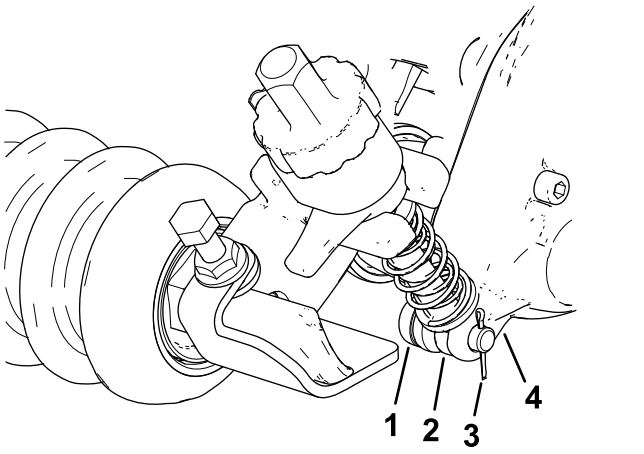

Figure 11
2. Sur le côté gauche, glissez la tige du bras de réglage du support de hauteur de coupe dans l'espace existant et fixez-la avec une goupille de réglage et une goupille fendue, comme montré à la Figure 11.